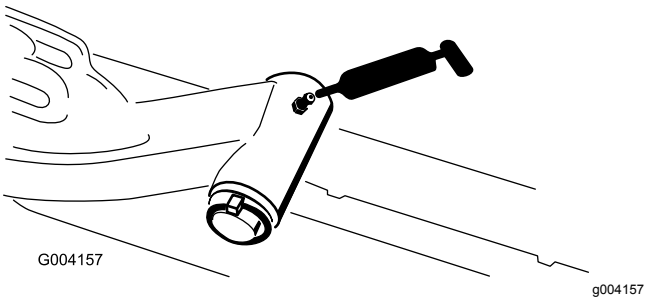

Figur 65
- Løftearmsdreietappaksel (1 hver) (Figur 65)